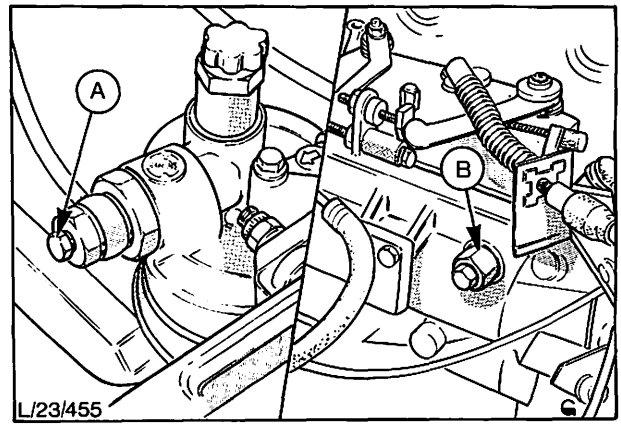

Abb. 57 Entlüftungspunkte der Einspritzanlage
8. Filter entlüften (siehe A in Abb. 57).
5. Einspritzanlage entlüften. Beschrieben in Vorgang 23 142, Abb. 57.